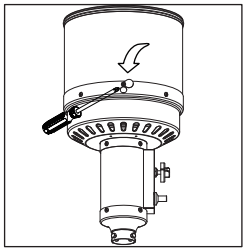

Figure 1
2. Appuyez et tournez le bouton de commande sur la position HIGH (maximum) (sens anti-horaire de 90º). (Figure 1)